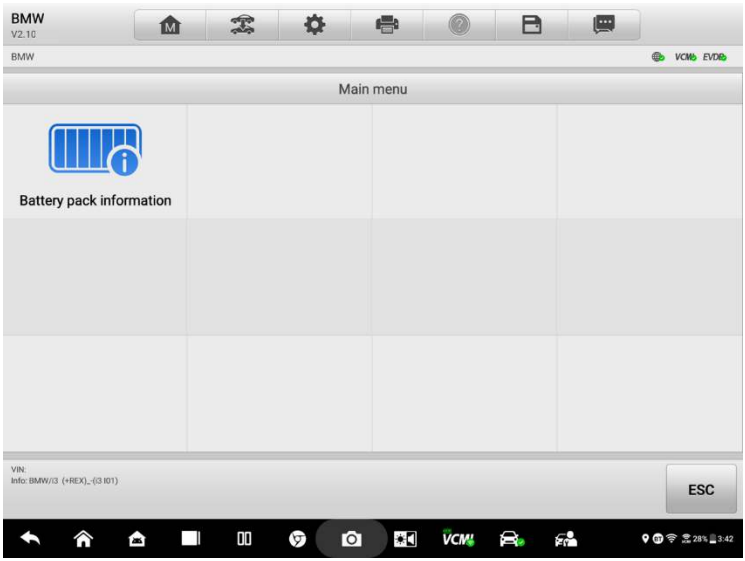

Figure 5-11 ***Main Menu on Vehicle Mode***
1. Tap **Battery Pack Information** on the Main Menu (*Figure 5-11*).